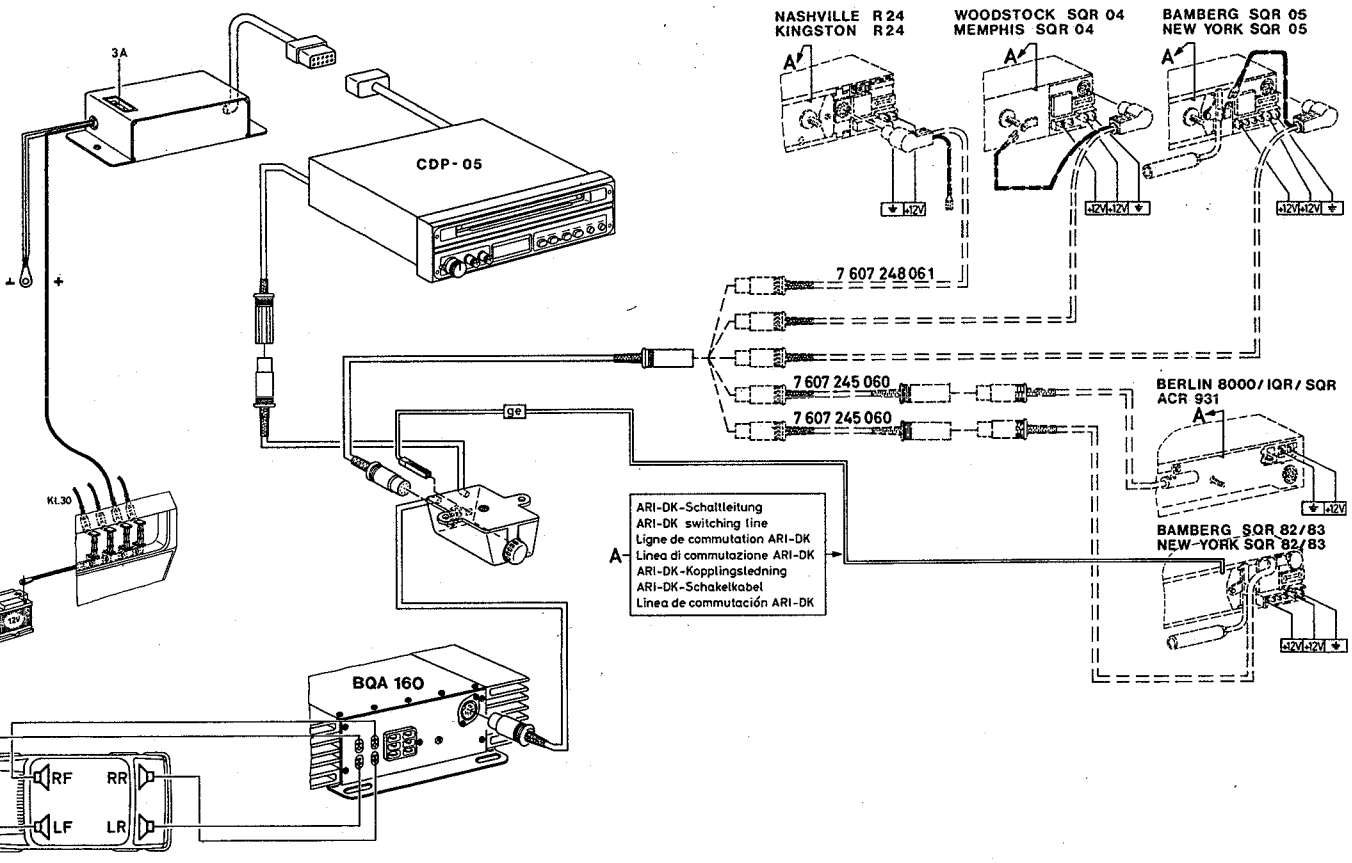

Fig. 8
3. Anschluß mit Autoradio „PREAMP (AUX) OUTPUT" mit Interface-Regler, siehe Fig. 8.
3. See Fig. 8 for connection to car radio „Preamp (Aux) Output" with interface control.
3. Raccordement avec autoradio «Preamp (Aux) Output», avec régulateur d'interface, cf. fig. 8.
3. Conexión con autorradio „Preamp (AUX) Output" con regulador de interface, véase Fig. 8.